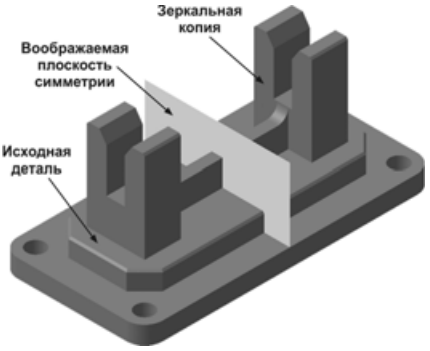

Рис. 5.86
- Зеркальная копия приклеена к исходной детали. Установите стандартную ориентацию **Изометрия XYZ** (рис. 5.86).